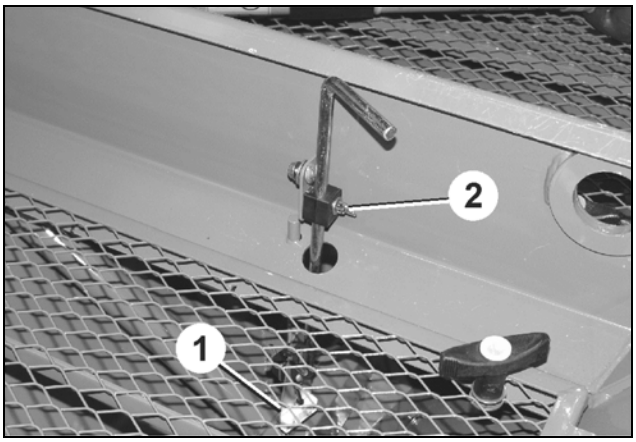

図 108
1. 蝶ナット（図 108/2）を外します。
2 充填レベルセンサーの高さ（図 108/1）を、希望する種子量に応じて設定します。